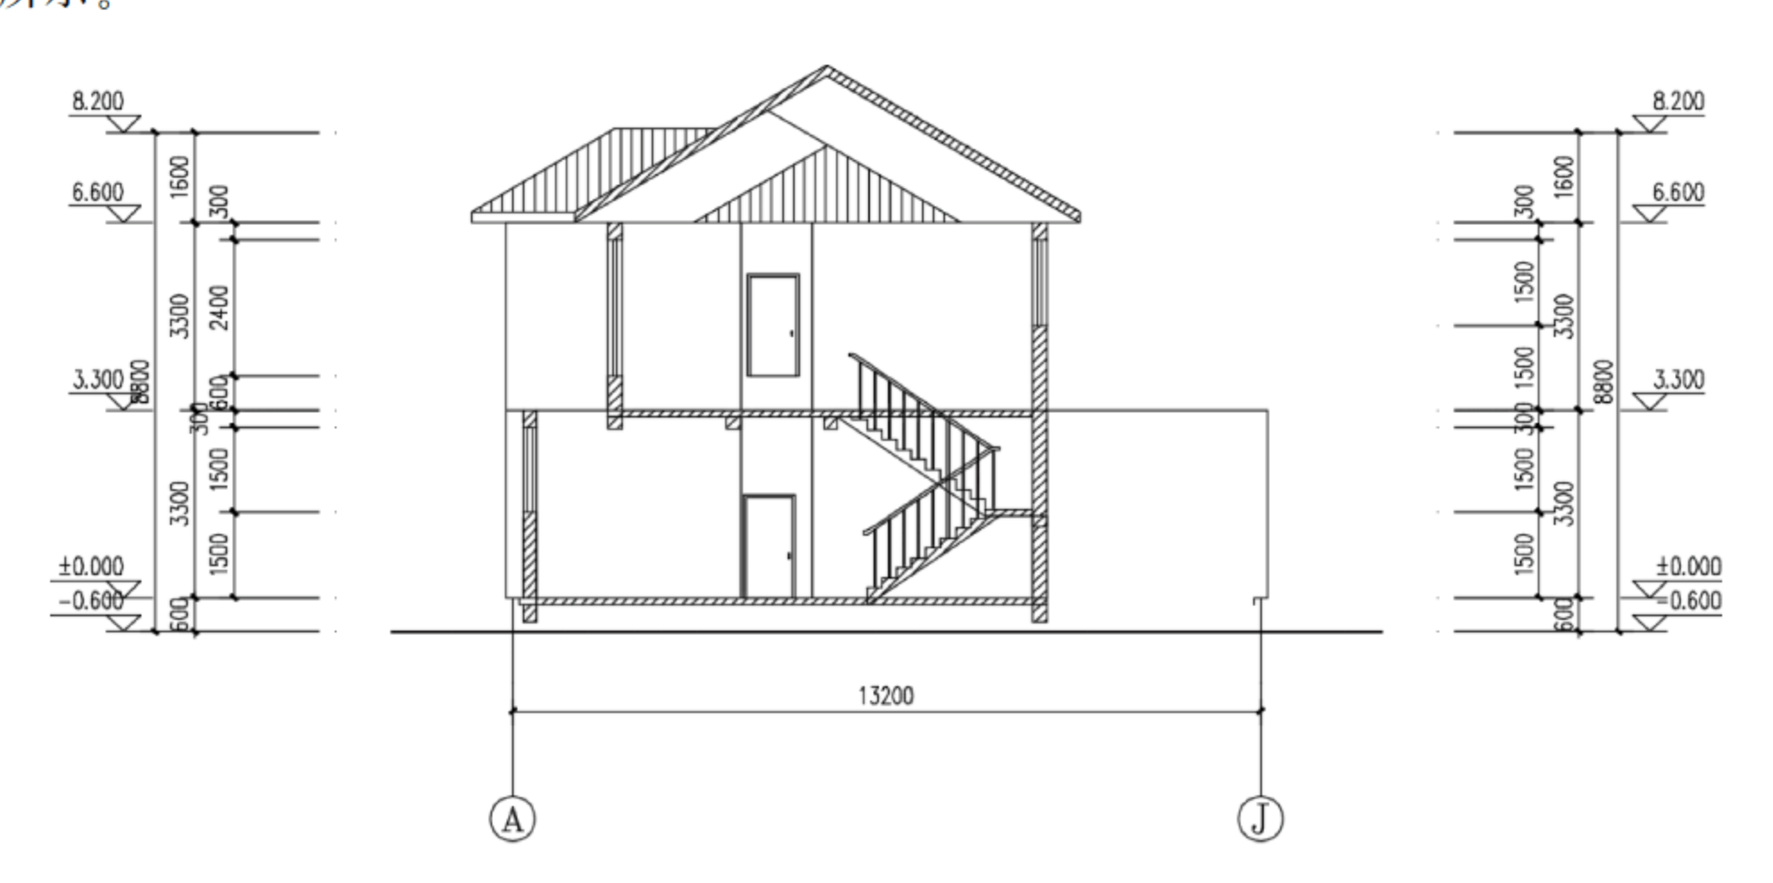

图 18-171　别墅剖面填充图
采用“剖面填充”命令可以识别天正生成的剖面构件，进行图案填充。生成的剖面填充如图 18-171 所示。
(3) 对于图中未剖到的屋顶瓦楞线，可以使用 AutoCAD 2018 中的“图案填充”命令来完成绘制，填充后，并对图形作相应的修整，结果如图 18-171 所示。